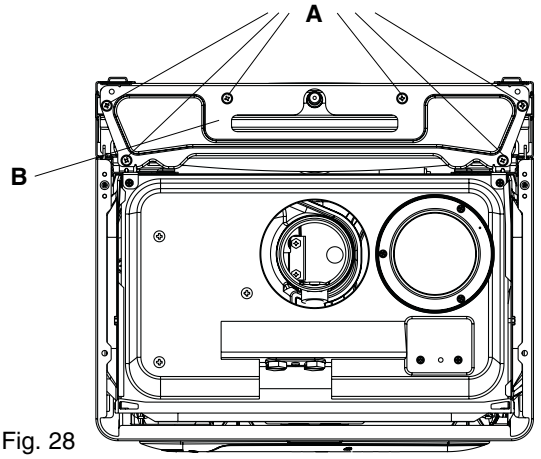

Fig. 28
Carry out component removal procedure as described in 6.4. Disconnect the flue from the appliance. Disconnect the flexible expansion pipe from the vessel. Locate and remove the four screws (A) that secure the vessel top holding plate (B), remove the plate (fig. 28). The expansion vessel can now be removed. Replace in the reverse order. Ensure all seals are in good condition, taking care to ensure they are replaced correctly.
Locate and remove the 4-screws that secure the vessel (fig. 28). The expansion vessel can now be removed. Replace in the reverse order. Take extreme care when refitting the wiring to the air chamber. Ensure all seals are in good condition, taking care to ensure they are replaced correctly.